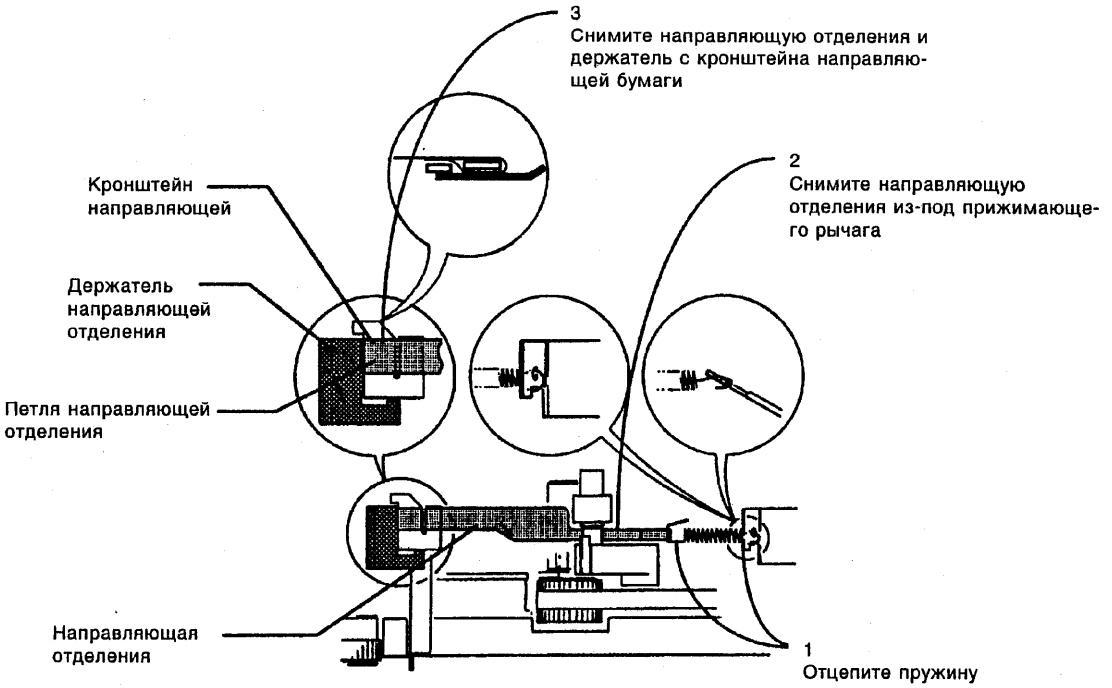

Рисунок 1. Снятие направляющей отделения и держателя направляющей
3. (рис. 1) Снимите направляющую отделения и держатель направляющей